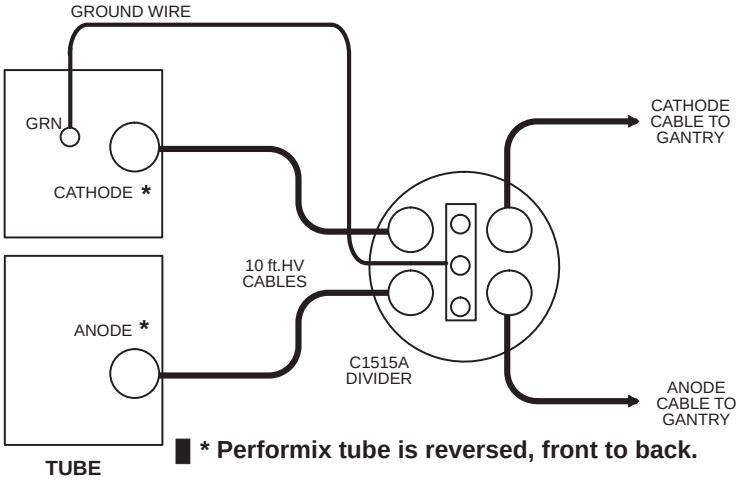

Figure 12-37 HV Divider Installation
2.) Add a ground wire (minimum size of AWG 12) from Tube ground to bleeder ground. Refer to Figure 12-37.
d.) Remove the **HV** Divider between the Tube and Tanks (Figure 12-37, on page 950).